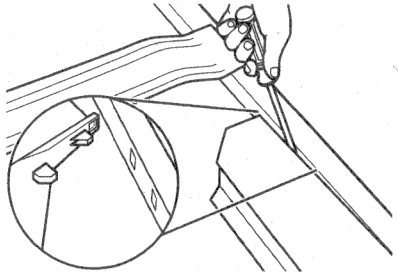

Figure 11 - Libérer les languettes de verrouillage du MCA du panneau latéral de la laveuse
- Module de commande de l'appareil (MCA) – Insérer un tournevis entre le logement du MCA et le panneau latéral de la laveuse pour dégager les languettes de verrouillage (voir Figure 4, page 35 pour l'emplacement de l'une des languettes du MCA, et voir Figure 11, ci-dessous, pour enlèvement du MCA). Lorsque les languettes sont libérées par le panneau latéral, glisser le MCA vers l'arrière de la laveuse pour le retirer.